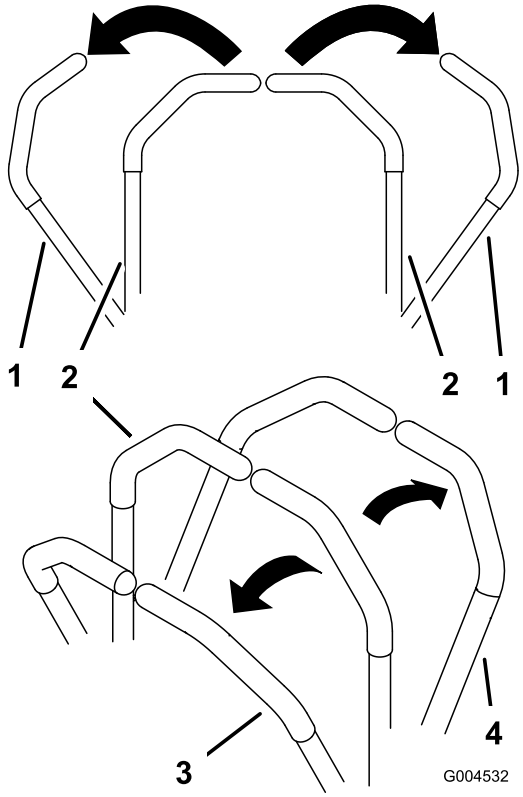

Figur 15
2. Skyv kontrollspakene forsiktig forover for å gå fremover (Figur 15).
Legg likt trykk på begge kontrollspakene for å gå rett (Figur 15).
Når du skal svinge reduserer du trykket på kontrollspaken i den retningen du ønsker å svinge (Figur 15).
2. Skyv kontrollspakene forsiktig bakover for å gå bakover (Figur 15).
Når du skal svinge reduserer du trykket på bevegelseskontrollspaken i den retningen du ønsker å svinge (Figur 15).